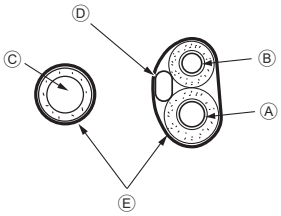

**Fig. 5-3**
**♦ Stockage dans l'espace de tuyauterie de l'appareil intérieur (Fig. 5-3)**
* Rassembler le tuyau d'écoulement et les tuyaux de réfrigérant et les envelopper avec la bande de feutre fournie ③.
- Faire chevaucher la bande de feutre ③ sur la moitié de la largeur de la bande.